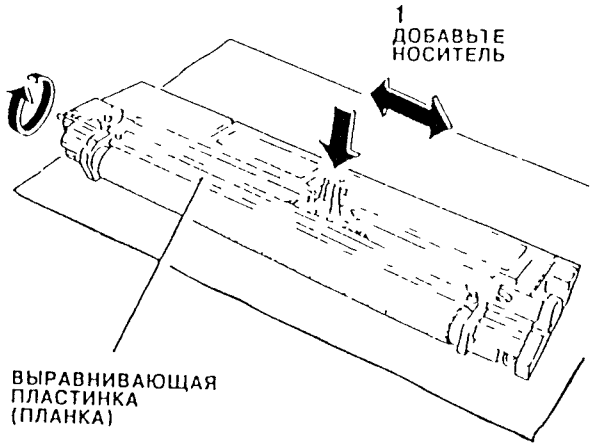

Рис. 3. Добавление нового носителя
2. ...те и ...ь ра...рно, ...ня п... ...ом з... шестеренку в показанном на Рис. 3 направлении Носитель следует равномерно распределить по всей длине от одного края до другого